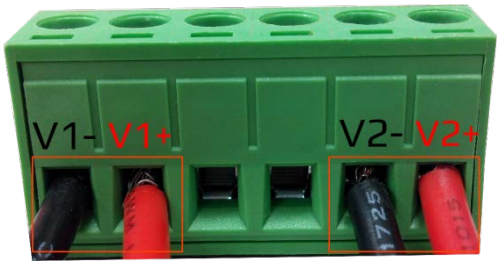

Figure 2.12: Power Terminal Block
Step 1 Insert the positive and negative wires into the PWR1 (V1+, V1-) and PWR2 (V2+, V2-) contacts on the terminal block connector as shown below in Figure 2.12.